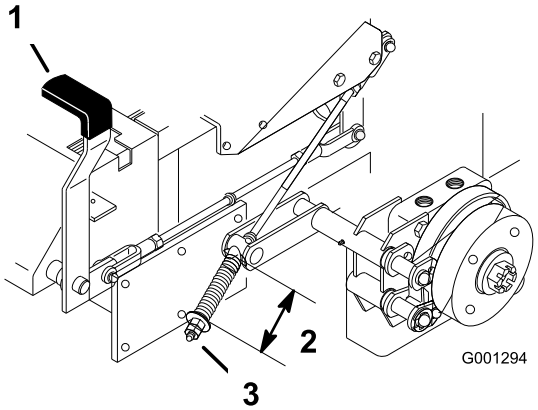

Figur 54
2. Mål lengden på fjæren. Lengden mellom skivene skal være 64 mm (Figur 54).
3. Hvis det er nødvendig med justering må du koble ut parkeringsbremsen, løsne på låsemutteren under fjæren og justere mutteren rett under fjæren (Figur 54). Drei mutteren inntil korrekt måling er oppnådd. Vri mutteren med klokken for å gjøre fjæren kortere og mot klokken for å gjøre den lengre.